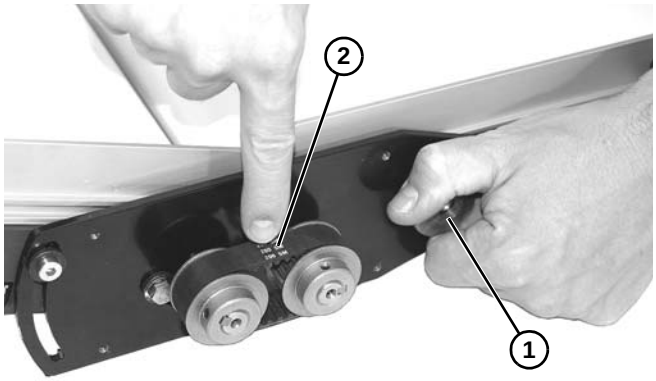

Abbildung 22
12. Exzenterknopf **(Abbildung 22, Teil 1)** drehen, um eine 3-6 mm Bandauslenkung in der Bandmitte **(Abbildung 22, Teil 2)** mit rund 1360-2268 Gramm Kraft zu erhalten.